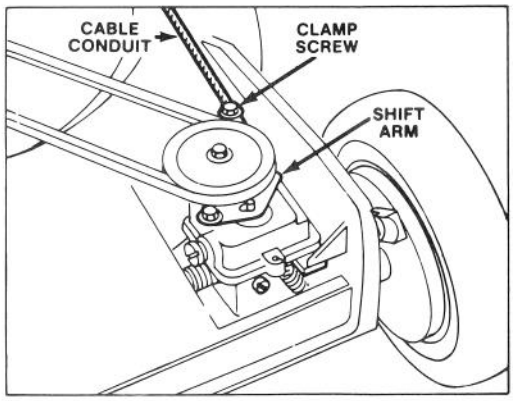

Figure 17
3. ADJUSTMENT (Fig. 17) – Loosen cable clamp screw until cable conduit slides. Move handle-mounted wheel drive control to DISENGAGE detent. Move shift arm toward clamp screw and hold in place. Pull cable conduit to remove slack and tighten clamp screw.